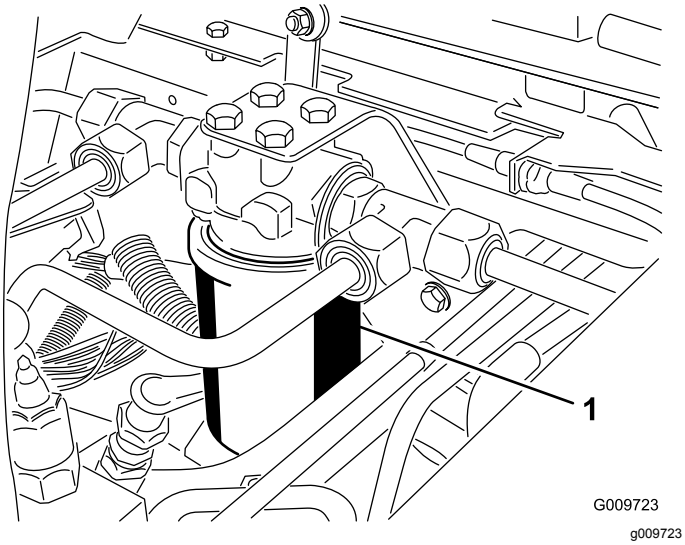
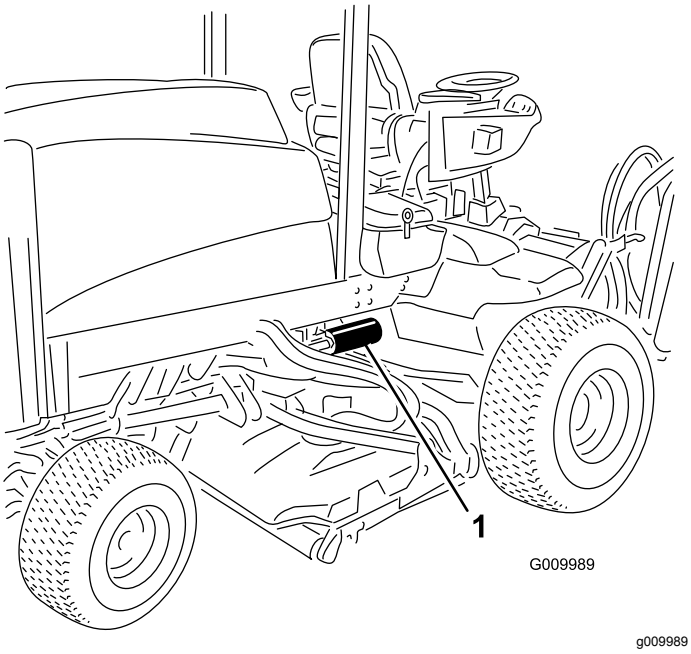

**Figuur 76**
**Figuur 77**
2. Reinig de omgeving van de plaats waar het filter wordt gemonteerd. Plaats een opvangbak onder het filter en verwijder het filter (Figuur 76 en Figuur 77).